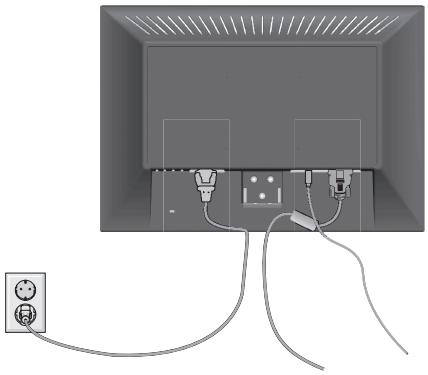

Figure R.3
5. Connectez le cordon d'alimentation AC et le câble de signal à l'arrière du moniteur (**Figure R.3**).